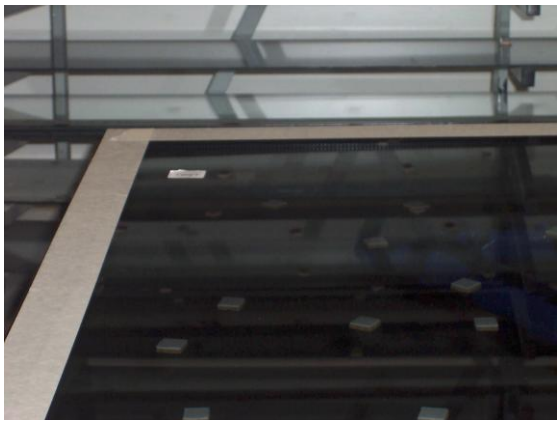

Rys.1 Brzegi szyby oklejone taśmą malarską.
- Okleić taśmą malarską brzegi szyby (Rys.1);